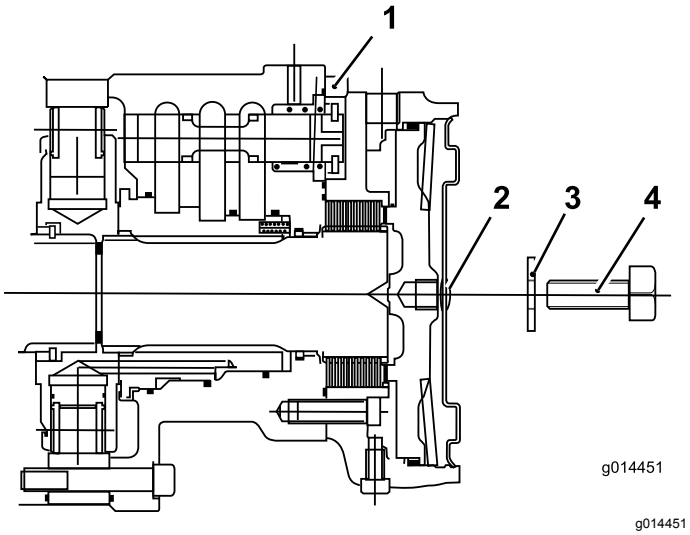

Rysunek 38
C. Wprowadź zaślepkę sześciokątną do płyty końcowej silnika (Rysunek 38).